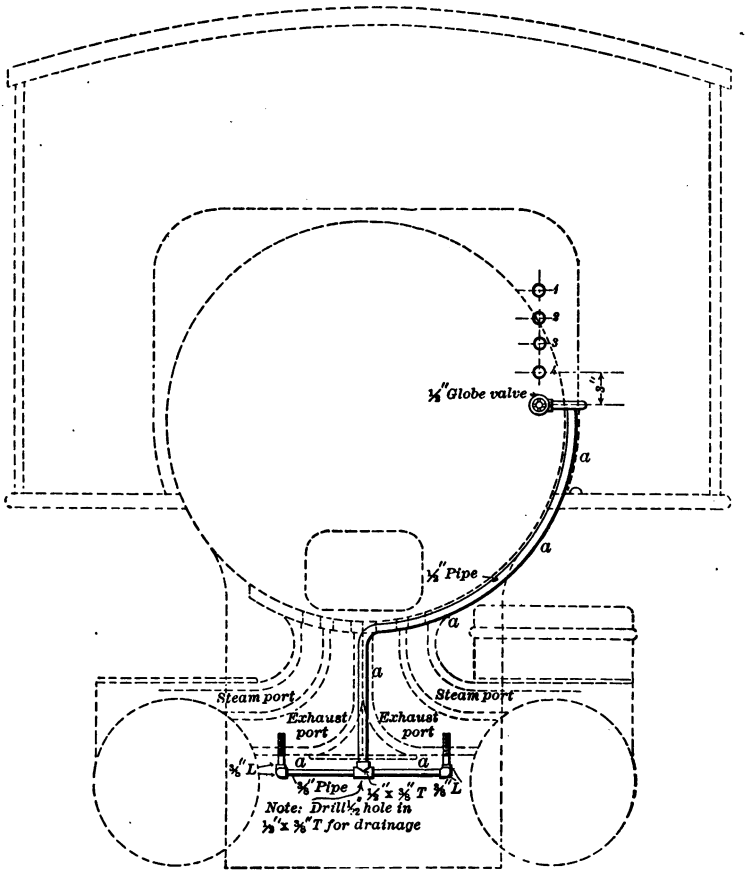
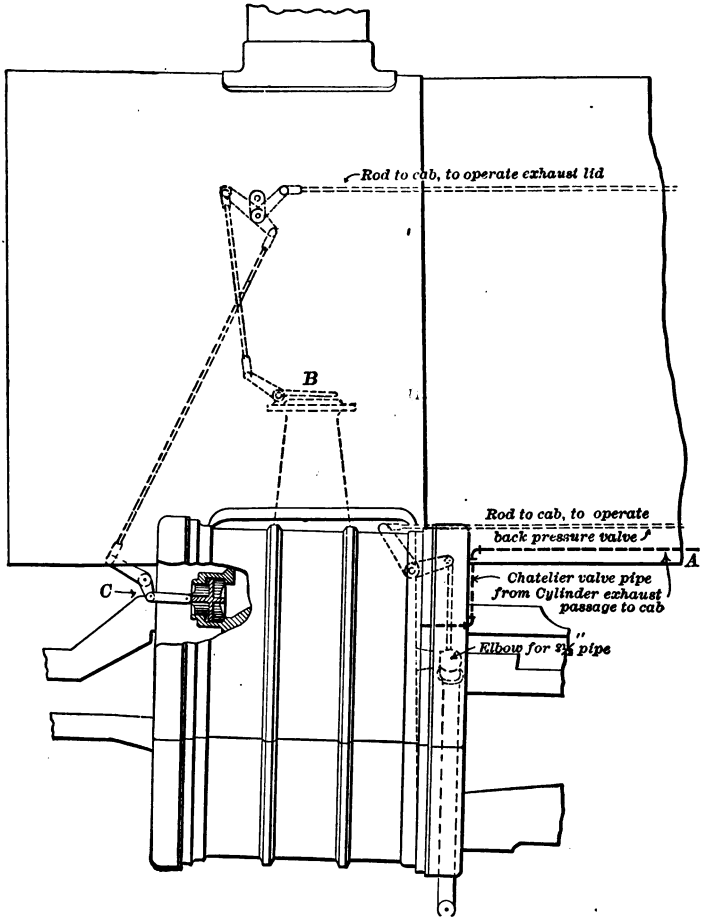
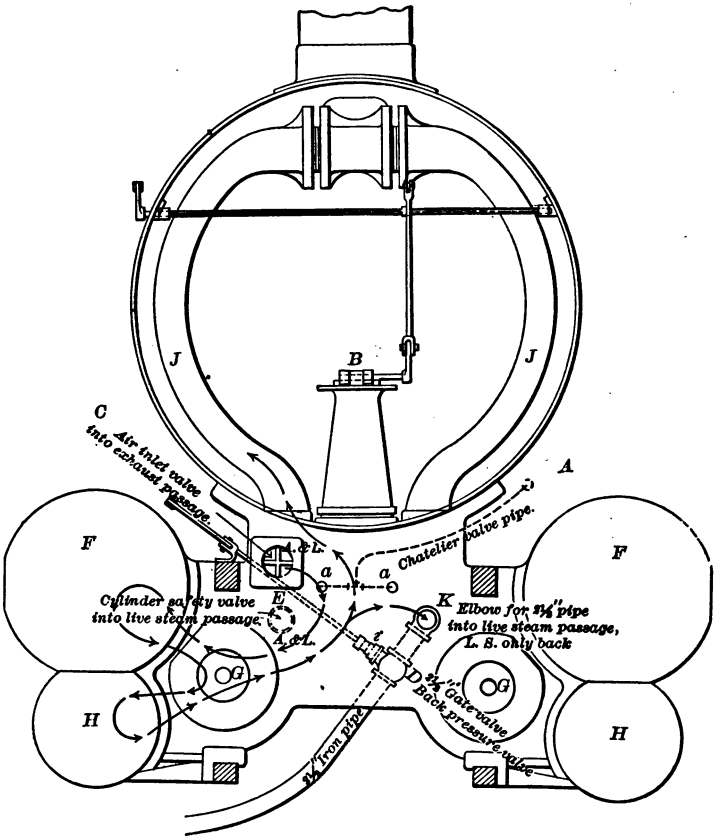

FIG. 44.—WATER BRAKE ON SIMPLE ENGINE.
FIG. 45.—BALDWIN WATER BRAKE FOR COMPOUND ENGINE.
FIG. 46.—BALDWIN WATER BRAKE FOR COMPOUND ENGINE.
A. Yes; Fig. 44 shows its application to a simple and Figs. 45 and 46 to a compound engine.
A. As the pistons move back and forth the wet steam in the exhaust cavities (Fig. 44) is drawn into the cylinders.
A. The cylinder cocks should first be opened and should remain open as long as the water brake is in use; the reverse lever should be moved back of the center the desired amount and the globe valve (Fig. 44) should be opened immediately.
*Q. How much should the globe valve (Fig. 44) be open to obtain the right amount of steam in the cylinders?*
*Q. What is the purpose of the 1/32-inch hole drilled in the 1/2 x 3/8-inch tee, as indicated (Fig. 44)?*
*Q. Explain the cuts (Figs. 45 and 46) referring to the water brake for compounds.*
A. Fig. 45 is a side view of the front end and Fig. 46 is an end view. When water is permitted to enter pipe *A* (Figs. 45 and 46) it finally reaches *a a*, where it enters the exhaust passages. *D* (Fig. 46) is a gate or back pressure valve, by means of which the engineer can regulate the amount of back pressure against which the pistons will operate. *E* is a safety valve located in the live steamways to permit any back pressure above a given amount to escape. *C* (Figs. 45 and 46) are air inlet valves, which when necessary permit air to enter the cylinders and prevent smoke and cinders from being drawn in. *B* (Fig. 45) is a hinged lid used to close the exhaust nozzle.
A. As air enters the inlet valve *C* (Fig. 45) it mingles with the hot water and steam entering the exhaust cavities from *a*, *a*. From here it passes by the piston valve *G* and enters the low pressure cylinder. When the movement of the piston in the low pressure cylinder is reversed this combination of steam, water and air, excepting that which escapes at the cylinder cocks, is compressed while the other end of the cylinder is being filled. The steam being compressed passes by piston *G* and on, as indicated (Fig. 46), into the opposite